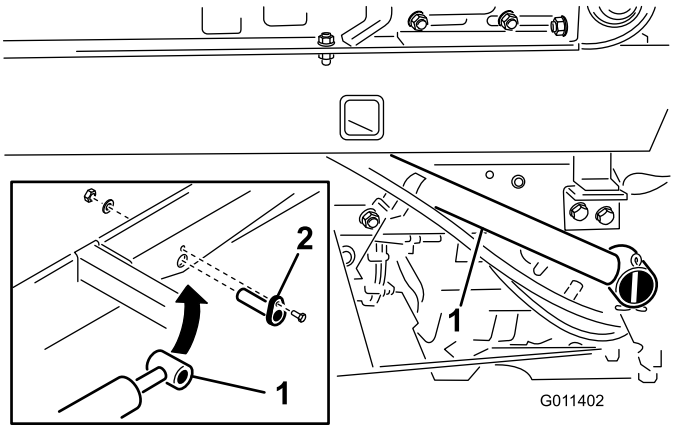

Figur 11
1. Fest stangenden til hver løftesylinder på TopDressers base med en sylinderbolt (Figur 11).
2. Fest hver sylinderbolt til TopDressers base med en 1/4 x 3/4 tommers hodeskrue, flat skive og mutter (Figur 11).